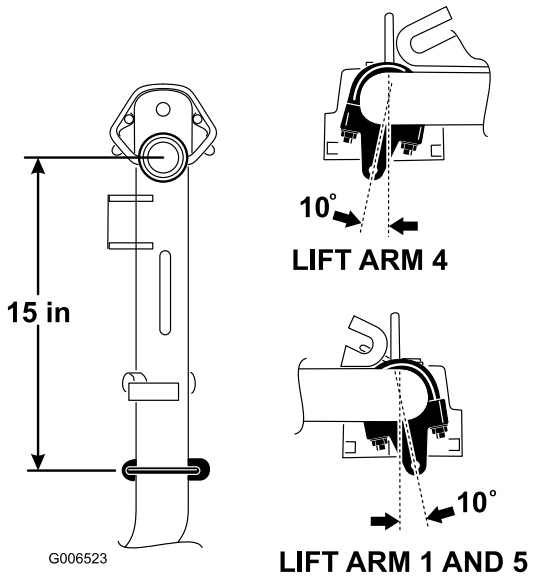

Bild 9
1. Positionieren Sie die Kettenhalterungen und die U-Schrauben an den Hubarmen Nr. 1, Nr. 4 und Nr. 5 381 mm hinter der Mittellinie des Kreuzgelenks (Bild 9). An den Hubarmen Nr. 1 und Nr. 5 sollten die Halterungen 10 Grad nach rechts von der Vertikalen gedreht werden (Bild 9). Am Hubarm Nr. 4 sollte die Halterung 10 Grad nach links von der Vertikalen gedreht werden (Bild 9).